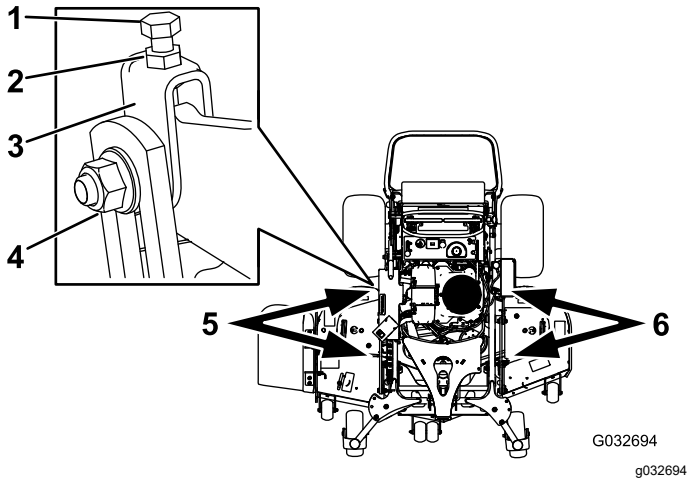

Figure 92
1. Desserrez l'écrou latéral et l'écrou de blocage dans les chapes que vous voulez régler (Figure 92).
2. Tournez le boulon supérieur de ces chapes pour régler la hauteur du tablier de coupe (Figure 92).